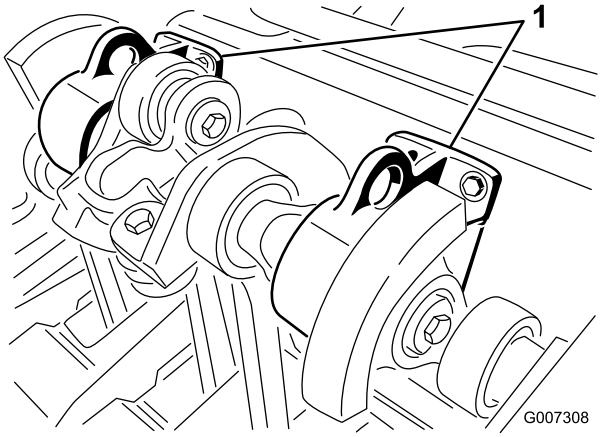

**Figur 23**
**Bemærk:** En hejseanordning, kan også bruges, hvis den er tilgængelig, til at løfte bagenden af ProCore-dybdelufteren. Brug øjerne i kernehovedernes lejehuse som hejsepunkter (Figur 23)